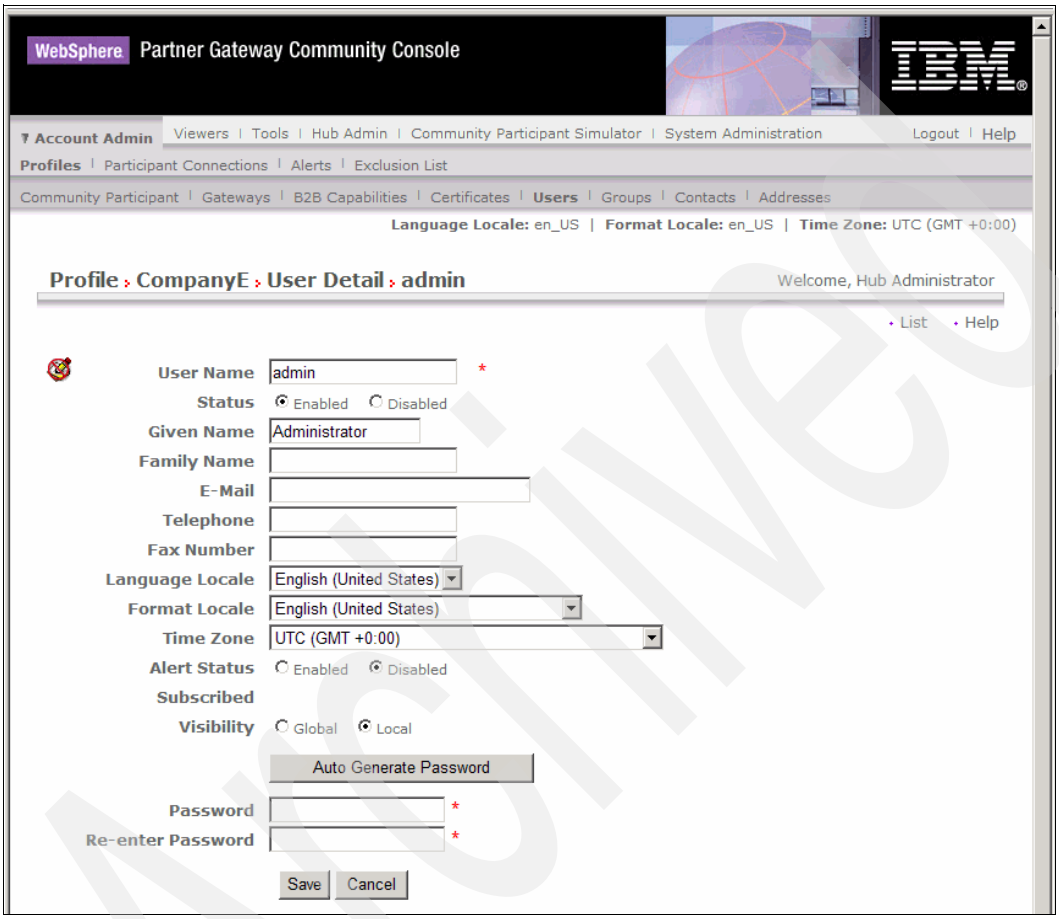

Figure 7-19 Changing the password of a user
5. Set the password or generate a new password for this user, Figure 7-19.